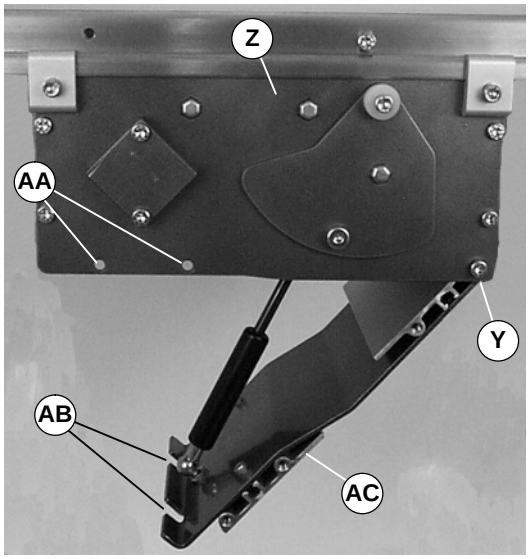

Abbildung 18
5. Über die Fingergreiflöcher (AB siehe Abbildung 18) die Spannboden öffnen, (AC) um die Gurtspannung zu verringern.
9. Über die Fingergreiflöcher (AB siehe Abbildung 18), die Spannboden öffnen (AC) um die Gurtspannung zu verringern.